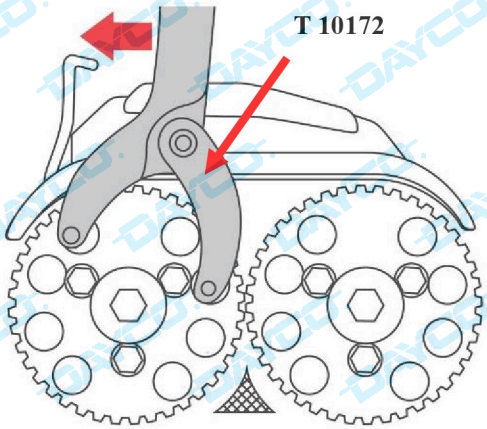

Fig. 7
- Mantener inmovilizado el piñón del árbol de levas LEV 1 con la herramienta T.10172 (Fig. 7) y comprobar que la correa esté bien tensa.